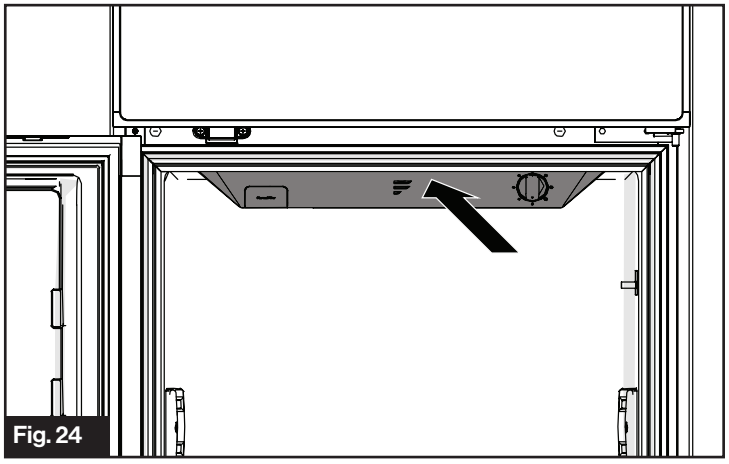

Fig. 24
2. Presione la tapa hacia atrás del equipo y ábrala. (Fig. 24)